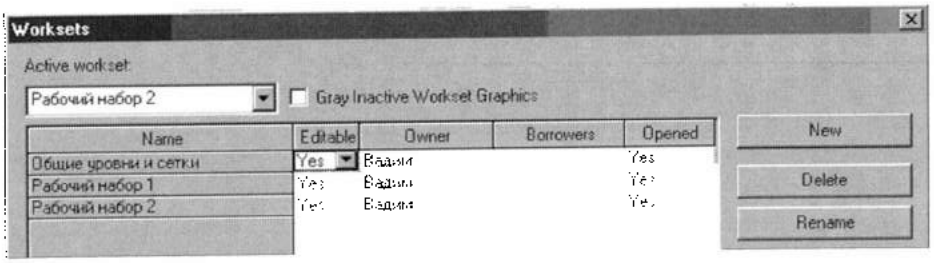

Рис. 28.14. *Создание рабочих наборов*
2. Открыть на ленте **Collaborate** (Совместная работа) в разделе **Worksets** (Рабочие наборы) одноименный бокс и создать в нем два рабочих набора для наружных стен и перегородок (рис. 28.14).